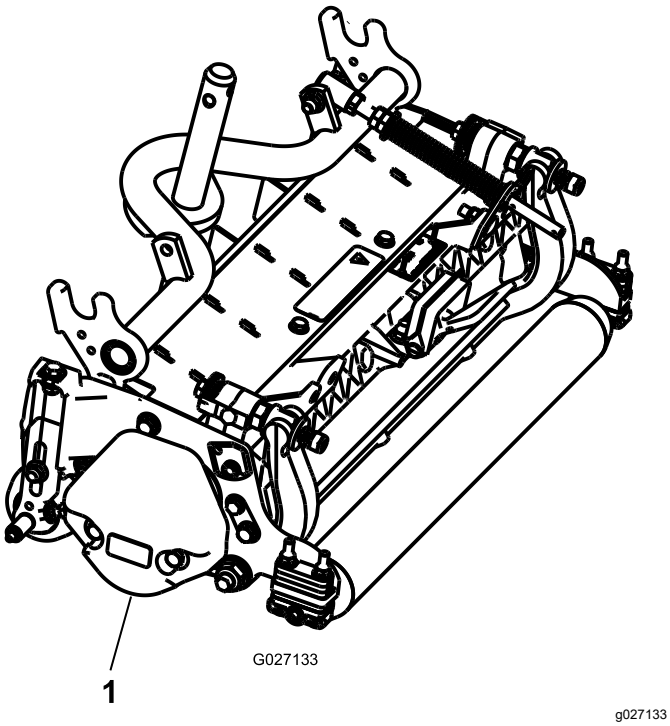

**Figuur 7**
3. Zorg ervoor dat het contragewicht (Figuur 7) wordt gemonteerd aan het juiste uiteinde van de maai-eenheid volgens de instructies in de *Gebruikershandleiding* van de maai-eenheid.